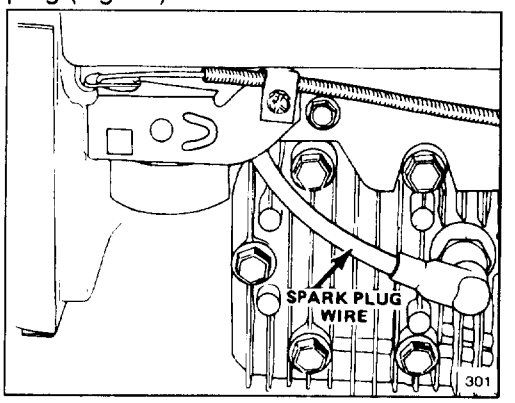

Figure 13
2. Push spark plug wire onto spark plug (Fig. 13). Move wheel drive control to Ⓝ (self–propelled model only). Move throttle to ◪ (CHOKE). Hold control bar against handle. Pull fingertip starter (Figs. 5 & 6) out until positive engagement results; then pull vigorously to start the engine. Regulate throttle as desired when engine starts.
1. Stop the engine and pull the wire off the spark plug (Fig. 13).
1. Stop engine and pull wire off spark plug (Fig. 13).